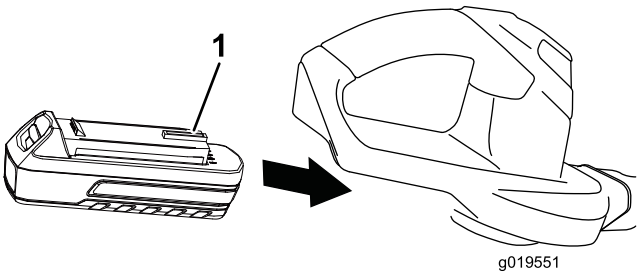

Figure 2
2. Alignez les languettes de la batterie sur le creux dans le corps de la poignée, saisissez la poignée et poussez la batterie dans la poignée jusqu'à ce que le verrou s'enclenche en position (Figure 2).